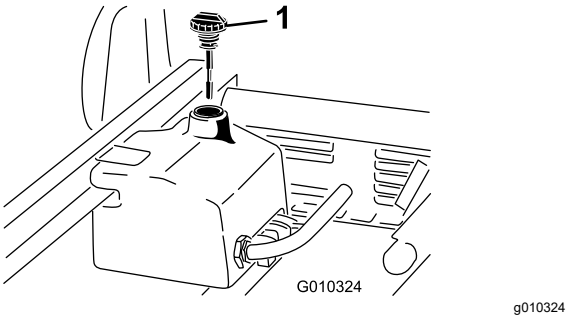

Figur 21
1. Rengør området omkring påfyldningshalsen og hydrauliktankens dæksel (Figur 21).
3. Fjern målepinden (Figur 21) fra påfyldningsstudsen, og tør den af med en ren klud.